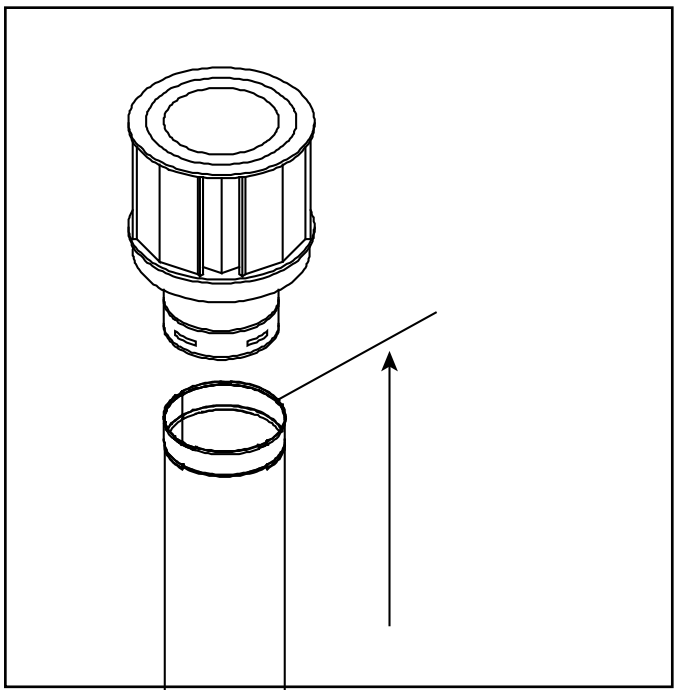

**Figure 4.10 Measure to Top of Last Section of Pipe**
- Vertical terminations are measured to top of last section of pipe. See Figure 4.10.